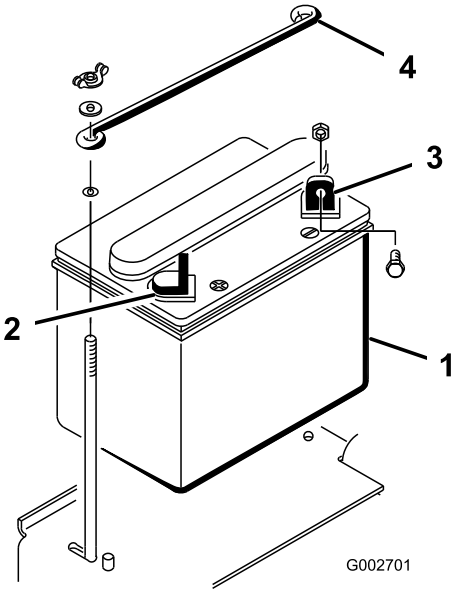

**Figuur 3**
Verwijder de (2) vleugelmoeren en ringen waarmee de bovenste accuhouder is bevestigd aan de accuhouders op de zijkant (Figuur 3). Verwijder de bovenste accuhouder en haal de accu weg.